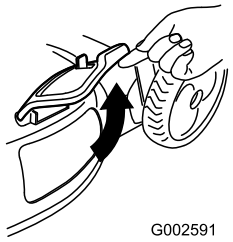

Figur 31
2. Lyft upp sidoutkastarluckan (Figur 31).